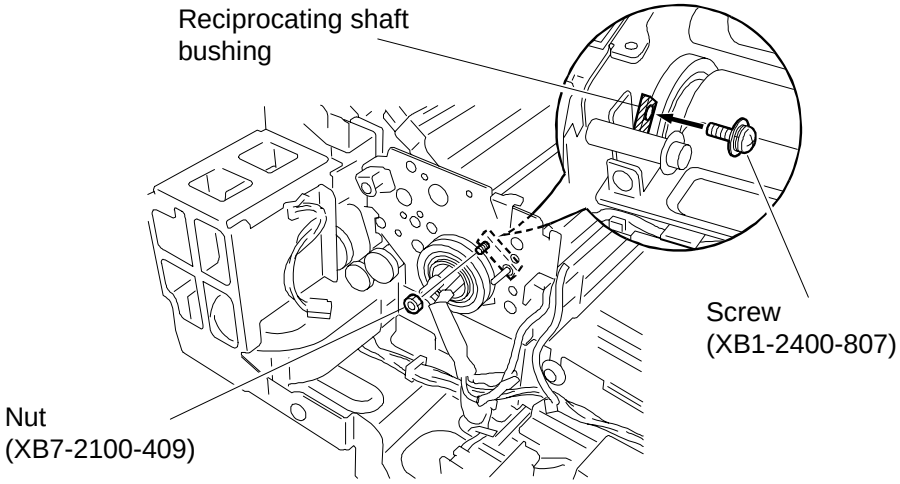

Fig. 6
6) Replace the screw used to secure the reciprocating shaft bushing, and tighten the nut. (Figure 6)